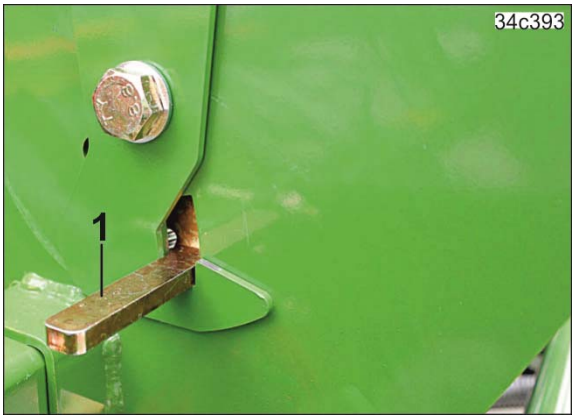

Fig. 108
2. Den Hebel (Fig. 108/1) hochziehen.